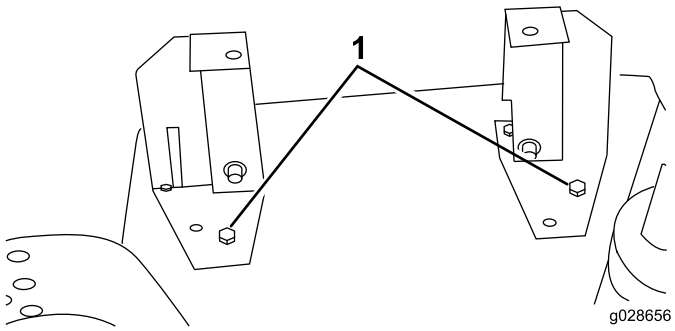

Figura 12
4. Usando cada suporte como modelo, marque o local do terceiro orifício de montagem (posição esquerda traseira) (Figura 12).
7. Fure um orifício com um diâmetro de cerca de 10 mm para cada suporte e fixe-o com um parafuso (5/16 - 18 x 3/4 pol.) e porca de bloqueio (Figura 12).